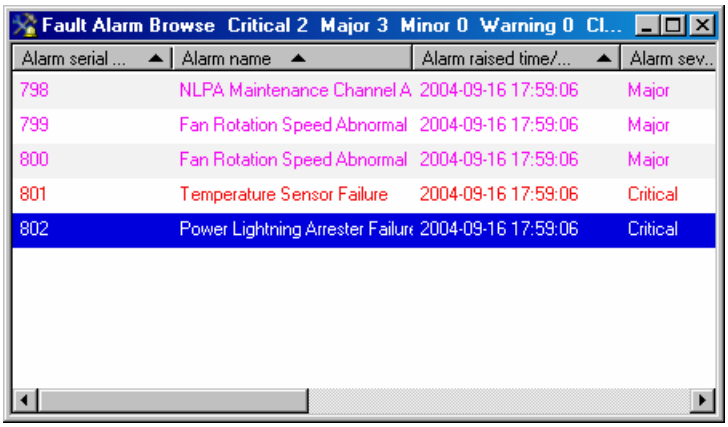

Figure 5-4 Fault Alarm Browse window
1) Start the NodeB alarm management system. Then the **Fault Alarm Browse** window opens up as shown in Figure 5-4. If the **Fault Alarm Browse** window is closed, select **Browse** -> **Fault Alarm Browse** or click the shortcut icon to open it again.